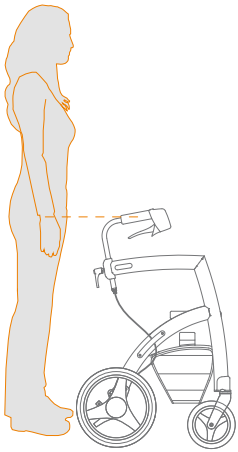

Abbildung 12: **Bestimmen Sie die richtige Höhe.**
Für die optimale Nutzung des Rollz Motion ist die richtige Höheneinstellung **(Abbildung 12)** entscheidend. Die Höhe ist zwischen der Minimum- und Maximum-Position stufenlos verstellbar. So kann der Rollz Motion leicht an die individuellen Bedürfnisse angepasst werden.
c. Um festzustellen, welche Höhe für Sie korrekt ist, stellen Sie sich mit herabhängenden Armen zwischen die Handgriffe des Rollz Motion. Die Handgriffe sollten sich auf Höhe Ihrer Handgelenke befinden **(Abbildung 12)**.